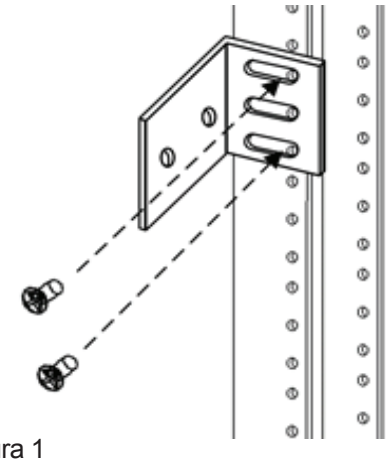

Figura 1
3) Usando los tornillos de montaje de bastidor # 12-24 (u otros tamaños apropiados), una (1) el soporte de montaje al riel del bastidor. (Figura 1)